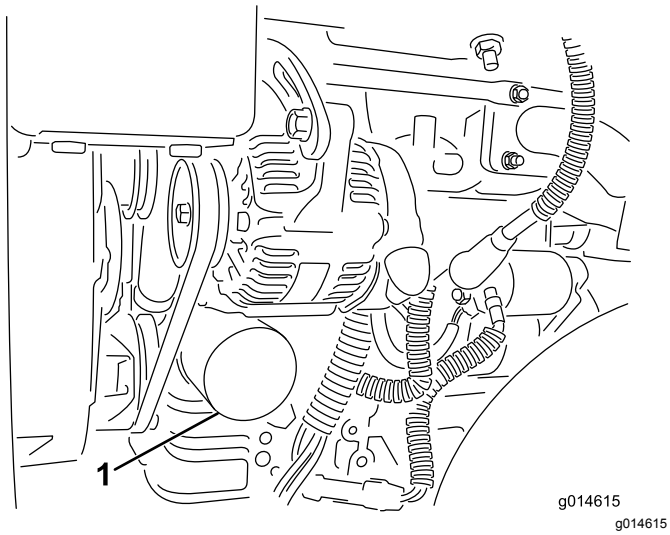

Figuur 40
2. Verwijder het oliefilter (Figuur 40). Smeer een dun laagje schone olie op de pakking van het filter.